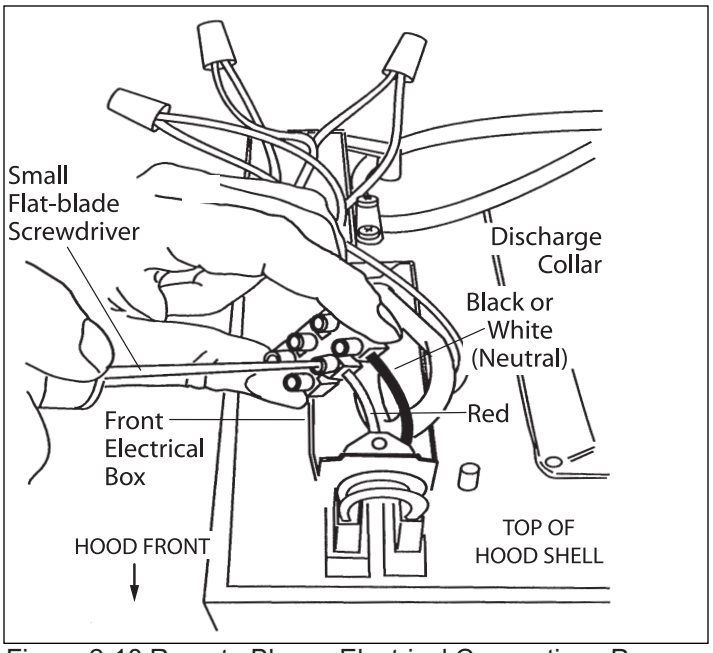
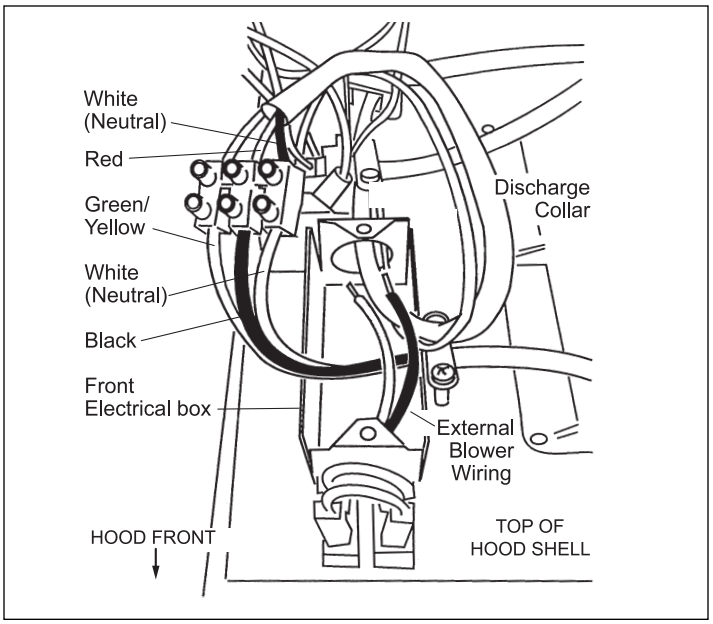

Figure 2-18 Remote Blower Electrical Connections Prepare
Figure 2-19 Remote Blower Electrical Connections
2. Disconnect the red, black or white wires using a f at-blade screwdriver. (See Figure 2-18)
3. Insert 6" (152) of the remote blower wiring through the knockout opening. Secure the cable to the electrical box with an appropriate connector. Use wire connectors or wire nuts approved by UL or C/UL.
4. Attach the remote blower wiring where the wires were removed in step 2. (See Figure 2-19)